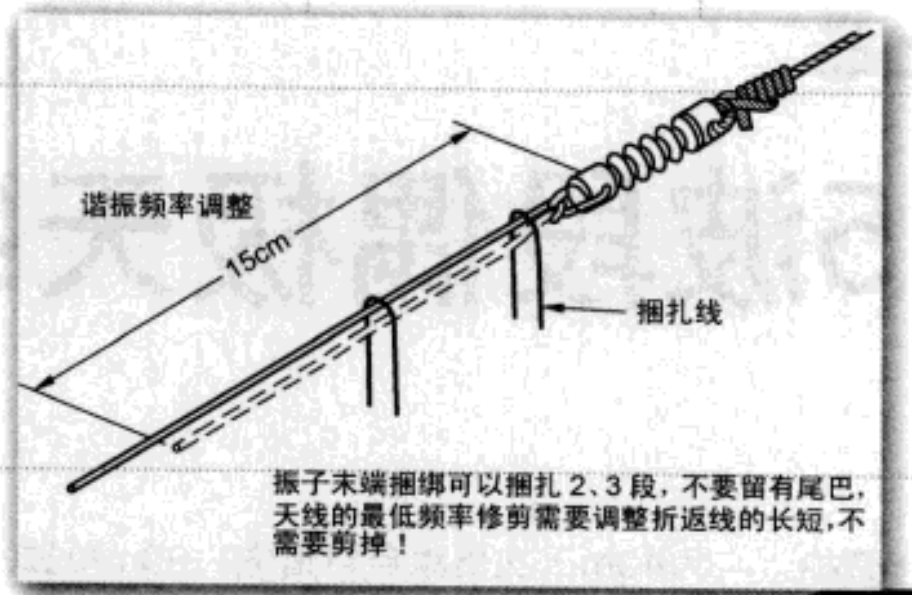

图5 振子末端与绝缘子的连接
本天线振子的连接与爱好者常用的W-8010不同。它不需要每个波段专门连接40cm的修剪（尾巴）线段。只需要结一个扣，多余的部分沿振子折返回来，用捆扎线捆好即可，不要留有任何尾巴，见图5。
1. 调试首先从最高波段的振子开始，调整每个波段的谐振频率。10m、20m波段只需要调整绝缘子一端线段的长短即可。方法是将天线振子末端导线在绝缘子（天线绝缘分离器）上系一个活扣，根据测量的结果同时增减天线两臂末端导线的长短。谐振频率低了，要适当缩短天线振子的实际长度；谐振频率高了，要适当增加天线振子的长度，具体方式可以参照图5。修剪天线，不需要用剪刀，更不需要将多余的部分剪掉，只需要将折返回来的导线沿振子捆扎好即可，千万不要留有悬空的“尾巴”。